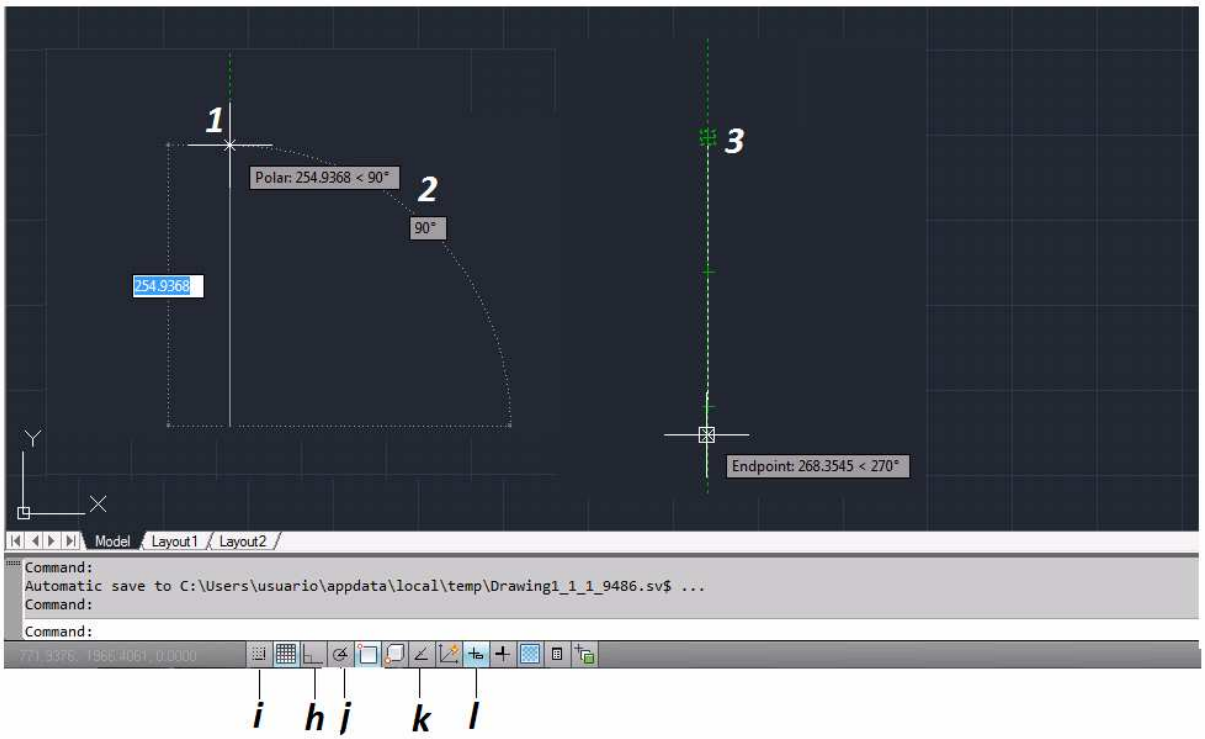

Figura 3.7. Teclas de función
h. **ORTO – ORTHO [F8]:** Ortogonal obliga al cursor a tener desplazamientos ortogonales (horizontales o verticales) *(figura 3.7 "1")*; se activa/desactiva con F8 y también se localiza en la línea de estado *(figura 3.7)*.
i. **FORZAR CURSOR – SNAP [F9]:** Forzar cursor obliga al cursor a tener desplazamientos según los valores de la rejilla, horizontales o verticales. Ubicado en la línea de estado *(figura 3.7)*.
j. **POLAR - POLAR [F10]:** Este comando muestra cuando el cursor forma el Angulo indicado en la variable *polarang*; por defecto trae un Angulo de 90° *(figura 3.7 "2")*. También localizado en la barra de estado *(figura 3.7)*.
k. **RASTREO – OCTRACK [F11]:** Se activa con el botón *Rastreo (Object Snap Tracking)* en la barra de estado *(figura 3.7)*. *I*ndica si cerca del cursor se encuentra alguna entidad, cuando se localiza aparece una cruz de color verde indica donde esta la referencia *(figura 3.7 "3")*.
l. **DYNMODE – DYNMODE [F12]:** Localizada en la parte inferior en la barra de estado, esta herramienta muestra una caja de texto en la posición donde se encuentra el cursor, sustituye la línea de comandos y permite concertarnos más en el dibujo *(figura 3.7)*.